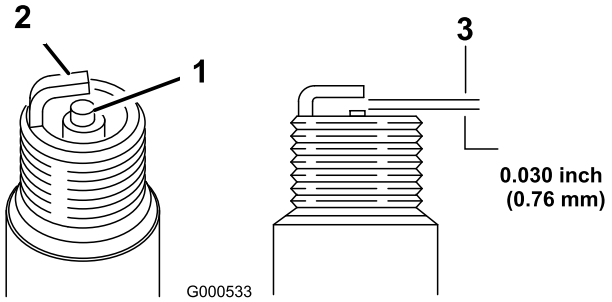

Figur 22
5. Ställ in gapet på det nya stiftet till 0,76 mm (Figur 22).